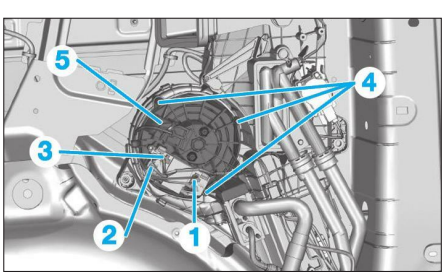

Fig. 32
• Déconnecter les connecteurs (1), (2) et (3) **(Fig.32)**.
- les 3 vis (4),
- le motoventilateur (5),